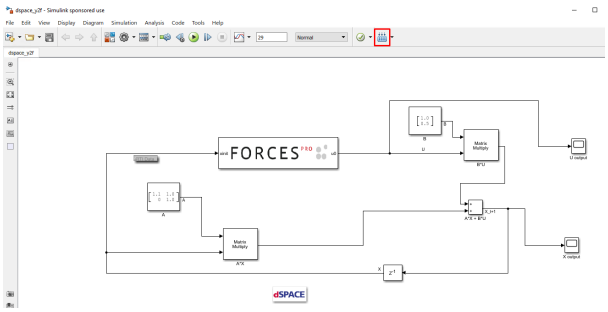

Figure 10.27: Compile the code of the Simulink model.
12. (Figure 10.27) Compile the code of the Simulink model. This will also automatically load the model to the connected MicroAutoBox.